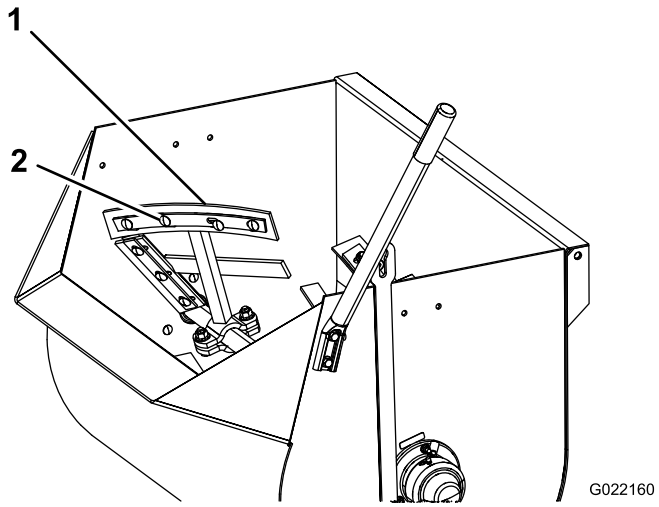
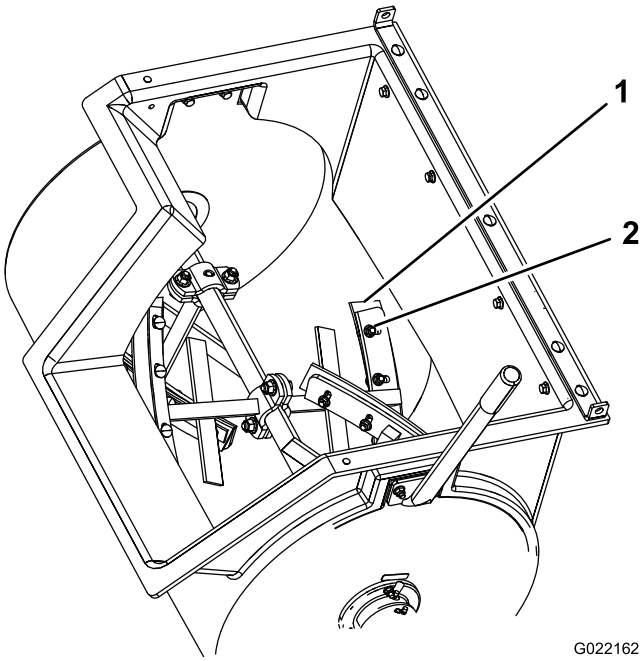
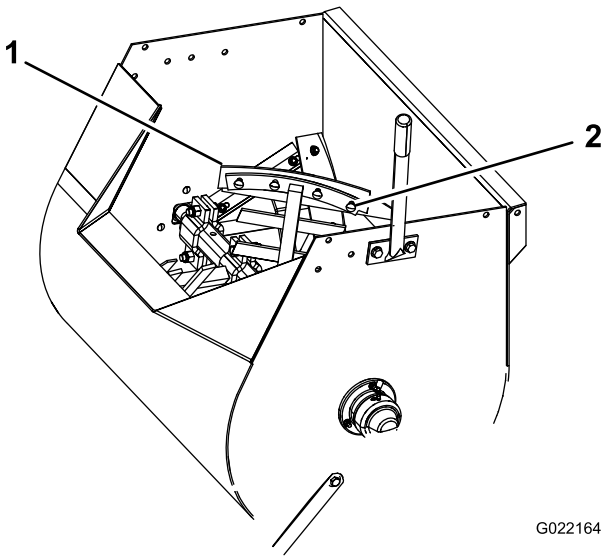

Figure 42
Figure 43
Figure 44
4. Loosen the nuts and bolts that secure the paddle blades to the paddles (Figure 42, Figure 43, or Figure 44).